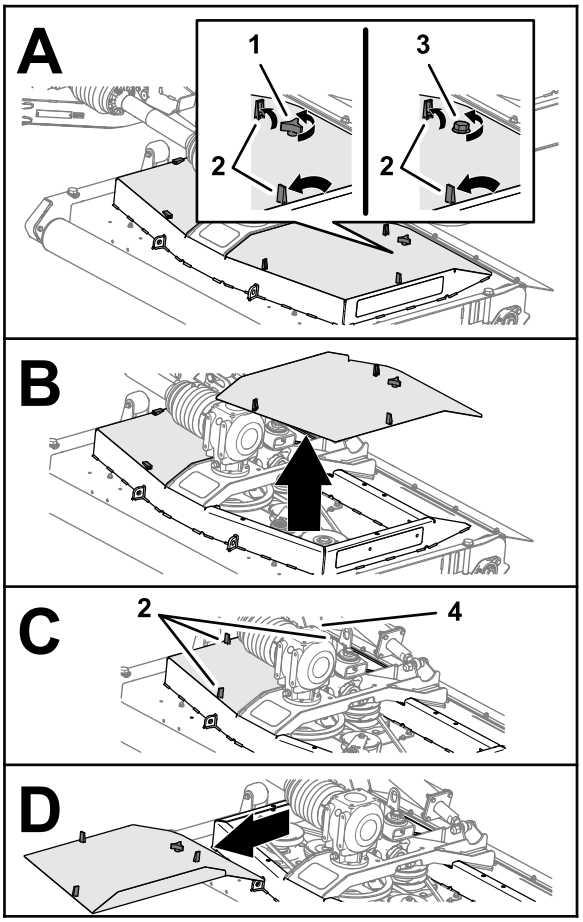

Figur 40
1. Frigör de tre spärrarna som fäster klippdäckets kåpa (Figur 40).
2. Lossa vredet eller skruven (CE-klippdäck) som fäster klippdäcksskyddet på klippdäcket (Figur 40).
4. Upprepa steg 1 och 2 för den andra kåpan (Figur 40).